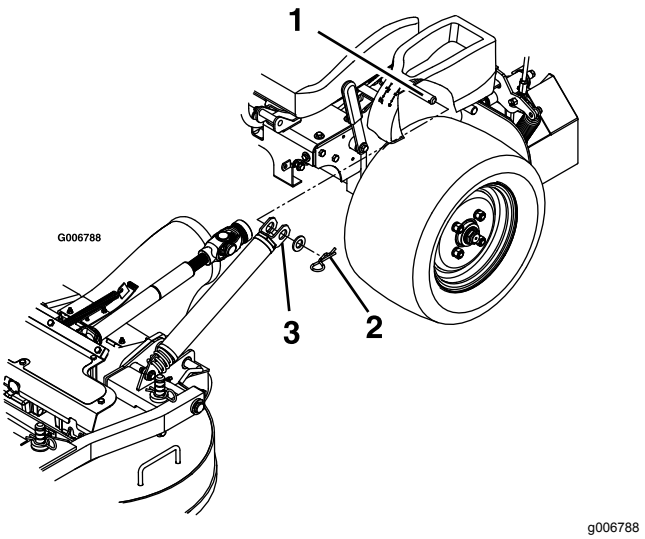

Figur 75
3. Ta bort hårnålssprintarna och brickorna högst upp på däckets lyftfjäder på varje sida av maskinen (Figur 75).
9. Montera fjädrarna på förankringssprintarna under vänster och höger konsol och fäst med en bricka och hårnålssprint (Figur 75).